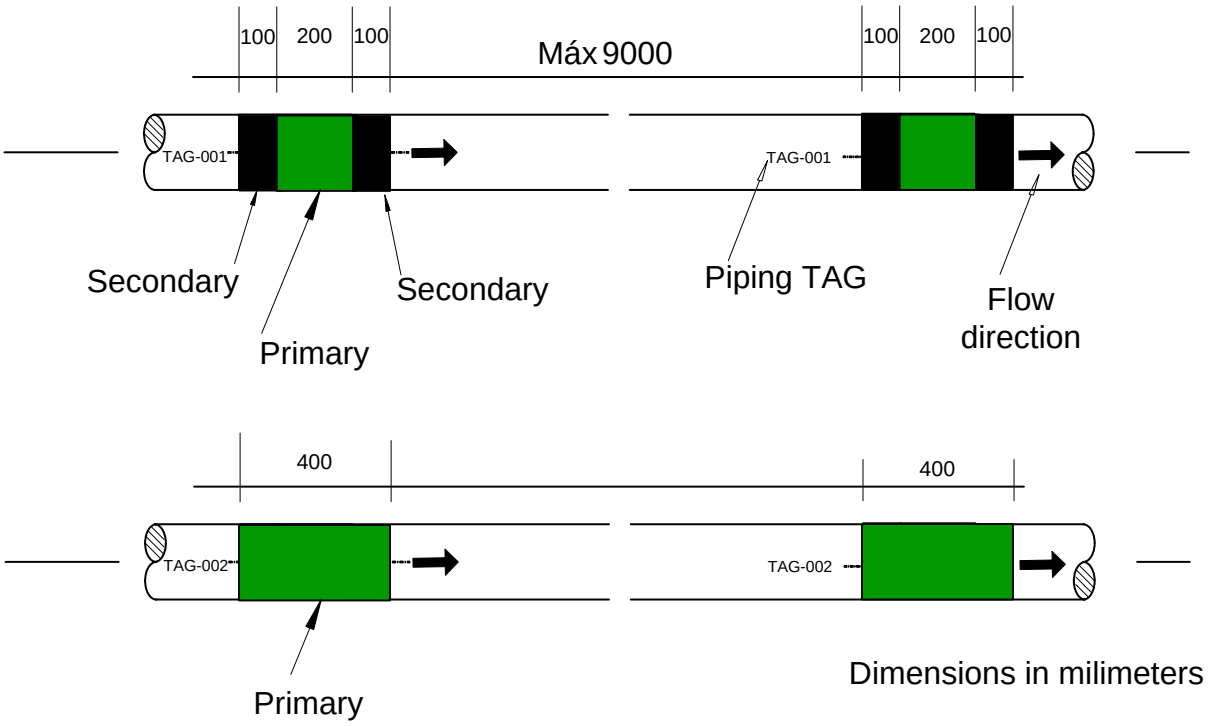

Figure 1 – Identification Stripes
11.2. The piping shall be identified by TAG and stripes to identify the fluid. See Figure 1.
11.6. The identification stripe which includes two color is split in three sections, in a way that exist a 2:1 ratio for the central section which identifies the basic color or primary system, and external sections intended to additional secondary function that indicate the specific characteristic. See Figure 1.
11.10. Line tags and arrows to indicate flow direction shall be painted (or marked by tape in internal areas), not necessarily inside the stripes (Figure 1). Text height shall be about 20 mm for ½”~ 3” piping diameters and about 50 mm for piping diameters above 3” diameters.